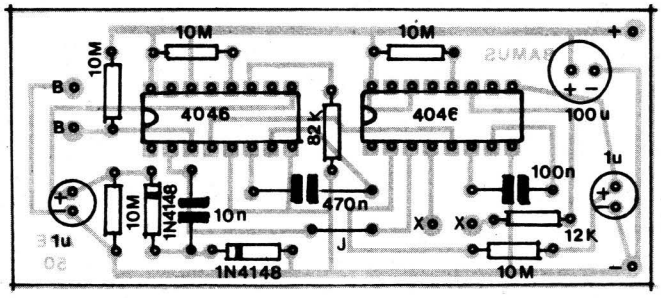

Fig.3
- FIG. 3 - "CHAPEADO" DA MONTAGEM - Como sempre ocorre na distribuição dos componentes sobre as placas das montagens mostradas em APE, procuramos não "congestionar" muito o conjunto, de forma a não "assustar" os iniciantes, Leitores/Hobbystas que estejam principiando suas "aventuras" no fantástico mundo da Eletrônica Prática (depois de algum tempo, todo mundo fica "cobra" no assunto, mas - no começo - alguns "tremem" um pouco...). Uma fórmula infalível é sempre seguir uma **ordem** lógica na colocação e soldagem dos componentes, **primeiro** os componentes ativos (Integrados), depois as peças que ficam mais "baixas" sobre a placa (resistores, diodos, no caso do BAMUS...) e - finalmente - os componentes que mais "sobressaem" (em altura), como os capacitores de poliéster, eletrolíticos, etc. Não é uma boa prática "enfiar tudo" na placa, para depois começar as soldagens, já que tal método geral uma "floresta" de pinos e "pernas" pelo lado cobreado, dificulando o trânsito e a aplicação da ponta do ferro de soldar e do próprio fio de solda... É sempre melhor promover as inserções e soldagens "por componente" ou - no máximo - "por grupos" (conforme sugerido...). Conferindo bem os valores, posições, polaridades, etc., os terminais e "pernas" que sobrarem pela face cobreada, poderão ir sendo cortados à medida que a montagem é feita, "limpando a área" daquele verdadeiro "porco espinho" que se forma na face cobreada... Pela "enésima" vez, lembramos que as INSTRUÇÕES GERAIS PARA AS MONTAGENS e o TABELÃO APE, estão **sempre** nas primeiras páginas de toda APE, para "dar uma força" a quem ainda não tenha a devida prática (ou para relembrar conceitos básicos aos "veteranos esquecidos"...).